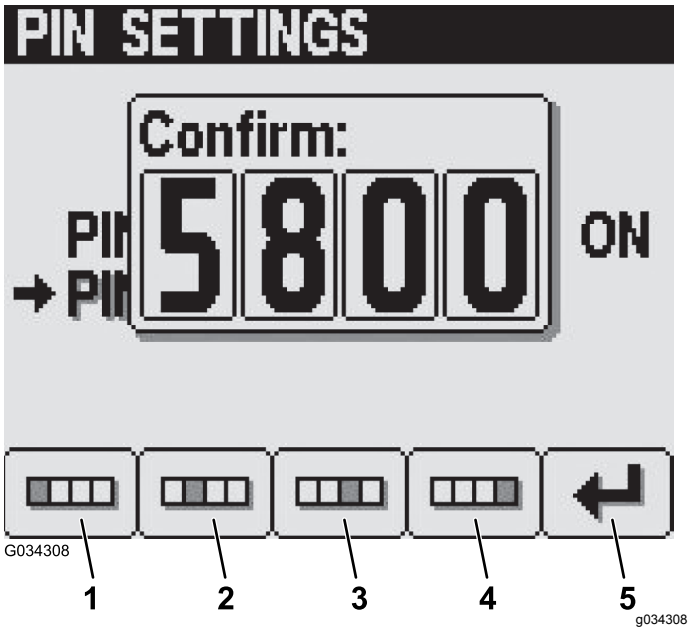

図 30
6. ボタン 14 を使って PIN を承認し、承認が完了したらボタン 5 を押す図 30。
注 PIN 設定の承認図 30の後、PIN 修正Pin Correct画面が約 5 秒間表示されます。